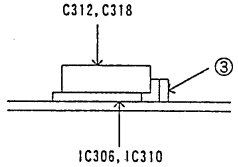

Figure 3 Installing C318
Place product ③ on the leads and install the capacitor covers over IC306, IC310 as shown in Figure 3.